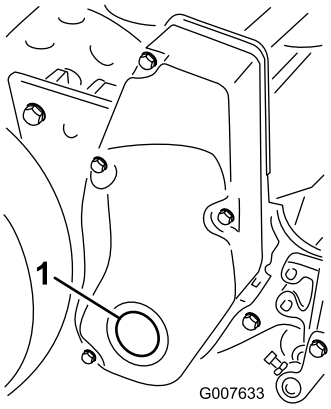

Figuur 57
1. Verwijder de plug in de rechterkap van de messenkooi-aandrijving (Figuur 57)